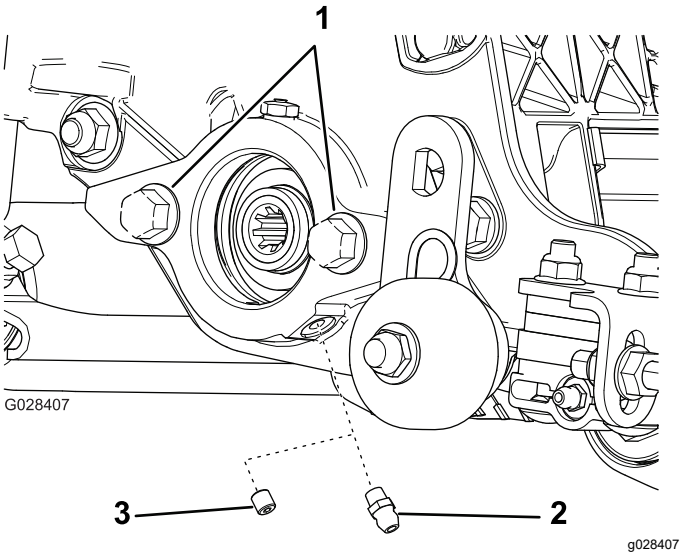

図 5
1. リールモータのサイドプレートの固定ねじを外す。ねじは廃棄する 図 5。
2. グリスフィッティングストレートを取り付ける 図 5。
4. リールモータのサイドプレートにボルトが付いていない場合は取り付ける 図 5。